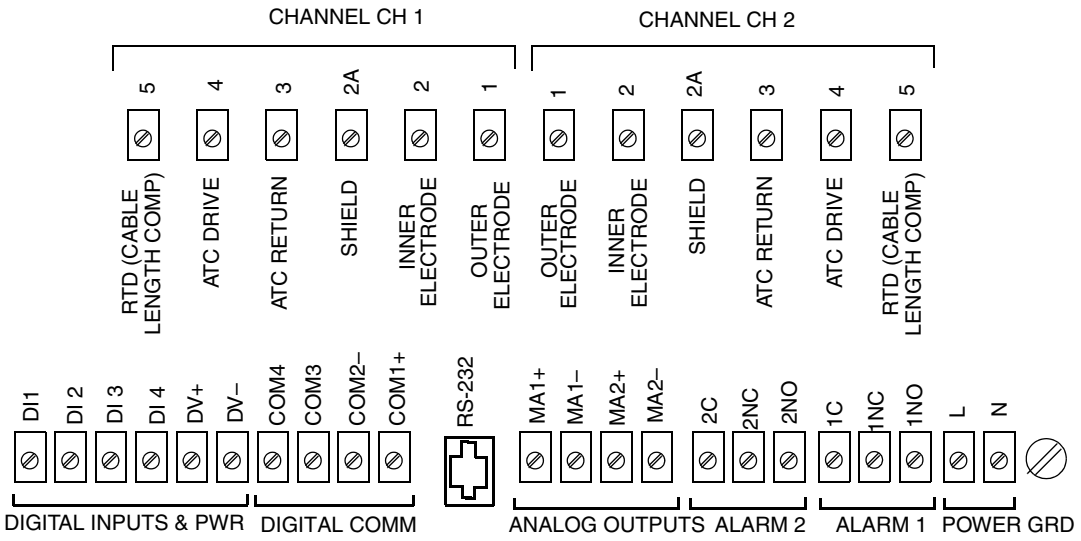

Figure 8. Wiring Connections from 871CR Sensor
If you have a panel-mounted analyzer, make your wiring connections directly to the terminals on the rear of the housing. Terminal identification is shown in Figures 8 and 9 and described in Table 4.
3. Bring the wires from your input (ac) power in the right opening and connect to terminals at the right end of the bottom terminal strip as shown in Figures 8 and 9 and described in Table 4.
4. Bring all other wiring (except cell cables) in the middle opening and connect to appropriate terminals on the bottom terminal strip as shown in Figures 8 and 9 and described in Table 4.
5. Bring the cell cables in the left opening and connect to the appropriate terminals on the top terminal strip as shown in Figures 8 and 9 and described in Table 4. If you are using manual temperature compensation and are **not** wiring a temperature measuring device, short terminals 3, 4, and 5 to minimize noise.
The ground connection on panel mounted analyzers is located as shown in Figures 8 and 9. The connection on field mounted analyzers is on a case boss just below the power connections.
If HART Communication (Option-C) is installed, connect your HART loop to the COM1(+) and COM2(-) terminals of the analyzer. See Figures 8 and 9. There must be a minimum 250 ohm load in the loop. Therefore, if you are configuring the analyzer on the bench (no loop load) with a HART communicator, you must add a 250 Ω resistor.
There are two analog (4 to 20 mA) outputs in the analyzer. Connect the Analog 1 output at the MA1+ and MA1- terminals of the analyzer. Connect the Analog 2 output at the MA2+ and MA2- terminals of the analyzer. See Figures 8 and 9. Analog 2 is **not** used when HART I/O communication is employed.